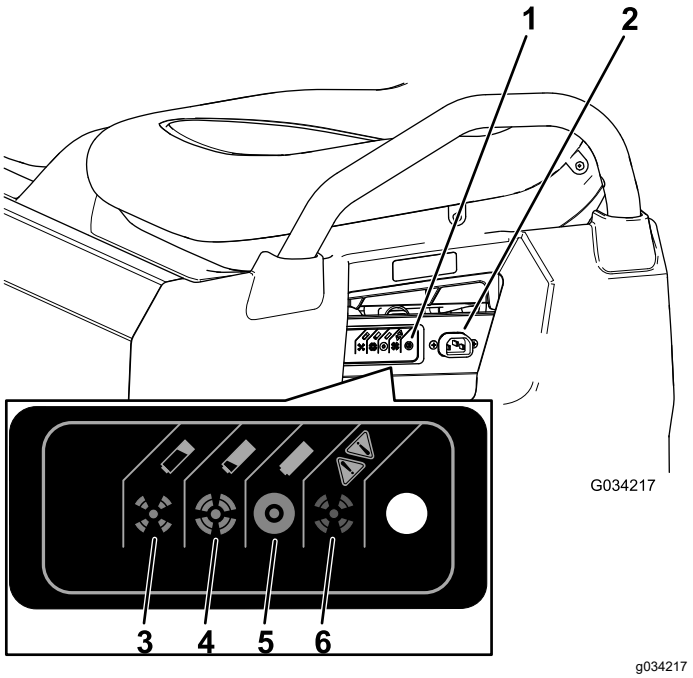

**Figuur 36**
3. Sluit een **laadsnoer van minstens 1,6 mm dik (16 gauge) en met een lengte van 2,5 m of minder** aan op het oplaadcontact van de machine (Figuur 36).
Raadpleeg de volgende tabel en Figuur 36 om de betekenis te achterhalen van de diverse kleuren van het laadstatuslicht.